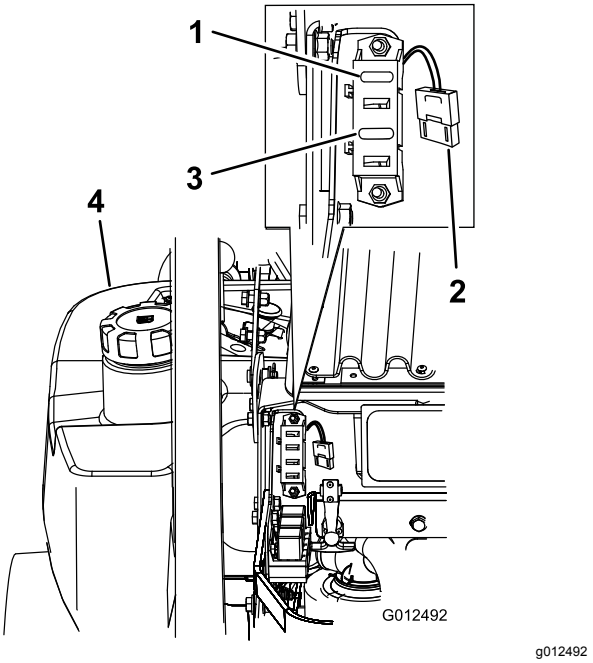

Figur 76
1. Lossa motorkåpan och fäll upp den för att få åtkomst till säkringshållaren (Figur 76).
3. Sätt i en ny säkring (Figur 76).